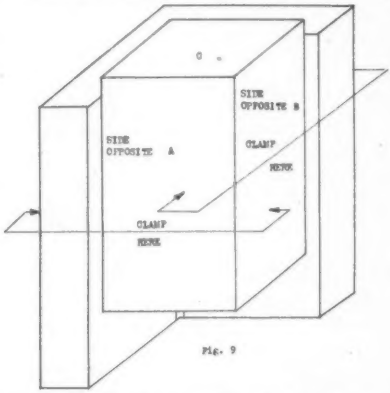

Fig. 9
4. Stand the angle block on end and clamp the work as shown in Fig. 9 with the surfaces A and B next to the angle block. Finish grind the top surface C which will now be at a right angle to the other three finished surfaces.